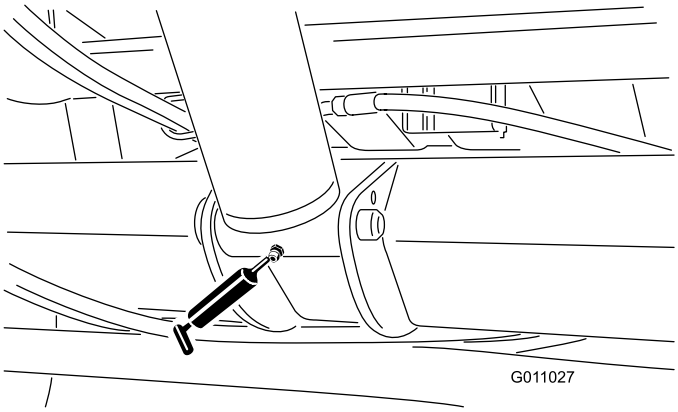

Figur 31
- Løftecylinder (2) (Figur 31).